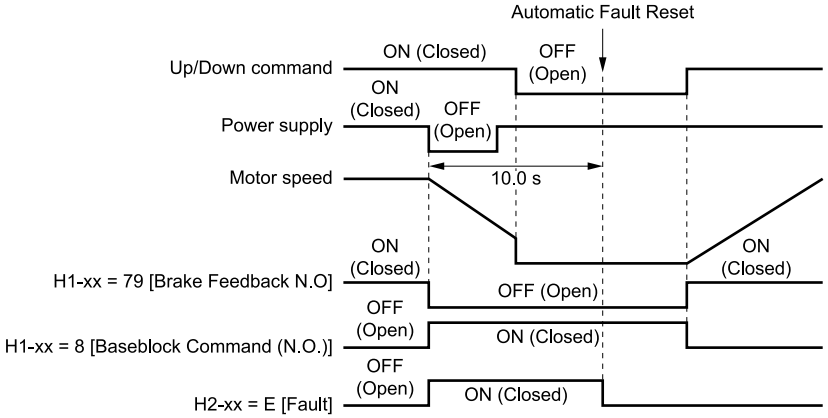

Figure 12.53 Uv1 Automatic Fault Reset Sequence
- If momentary power loss occurs when *L5-06 = 1*, the drive always repeats the Automatic Fault Reset sequence as shown in Figure 12.53. If power loss occurs, use batteries to do Rescue Operation.